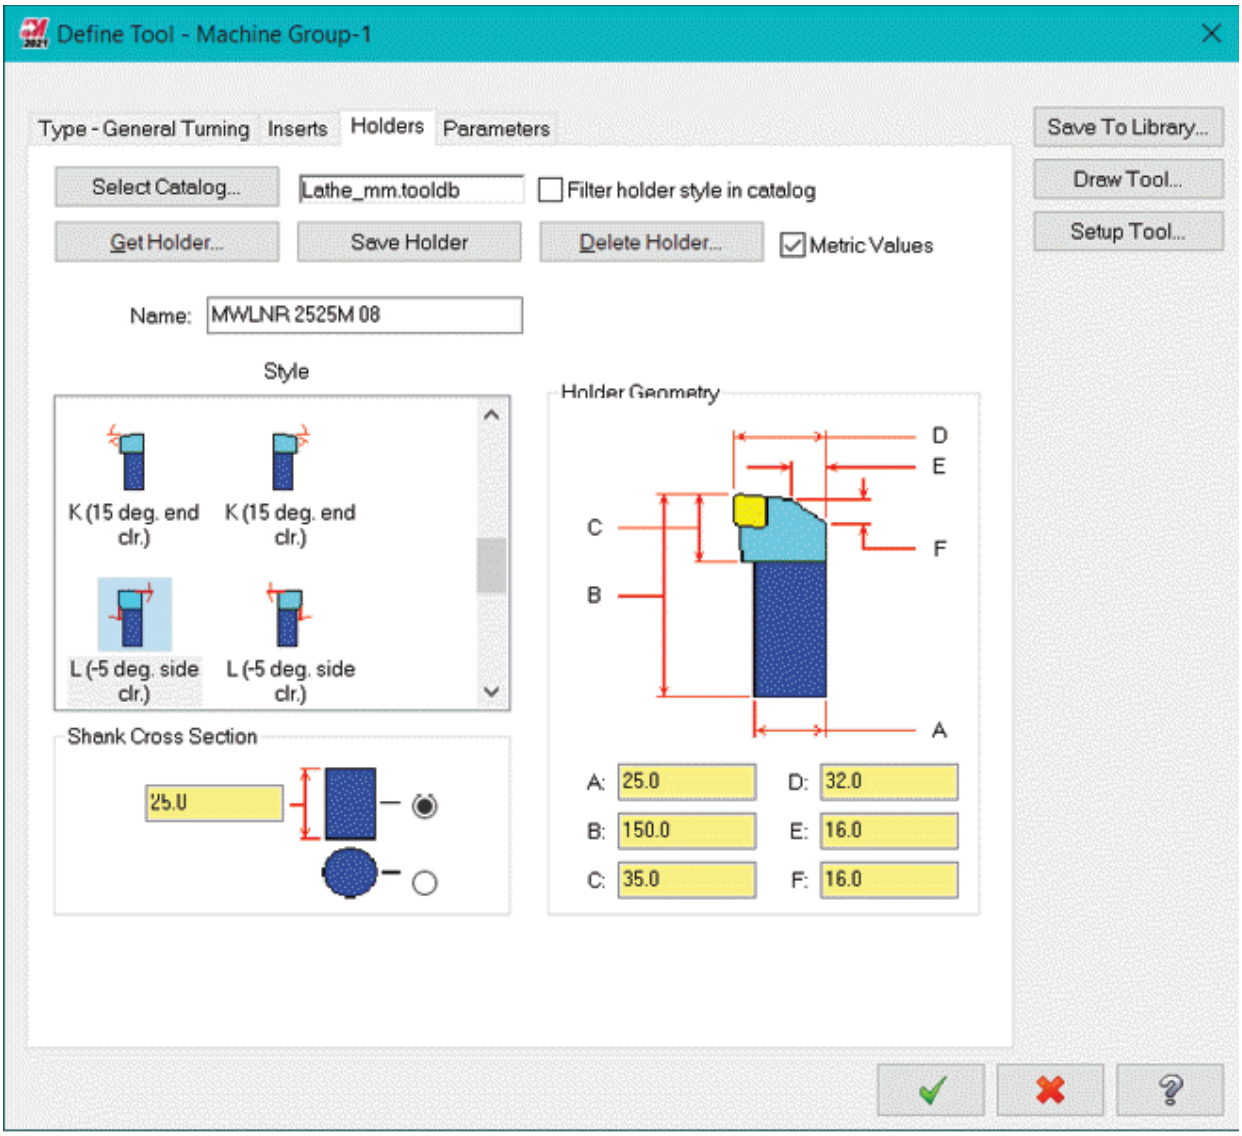

Figure-28. Define Tool dialog box with holder parameters
- Click on the **Holders** tab in the **Define Tool** dialog box. The dialog box will be displayed as shown in Figure-28.